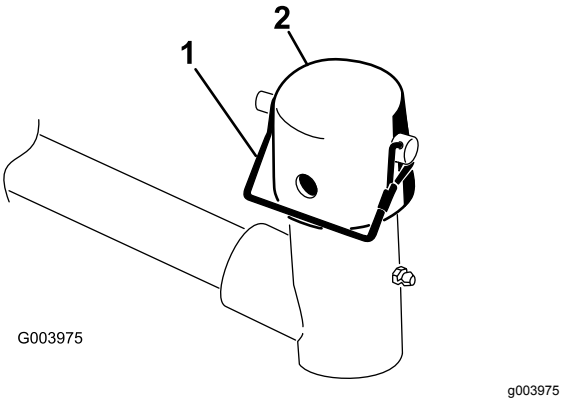

**Figur 7**
6. Fjern låsestiften og hetten fra løftearmens dreiegaffel (Figur 7).
10. Fest hetten og bærerammeakselen til løftearmsgaffelen med låsestiften (Figur 7).